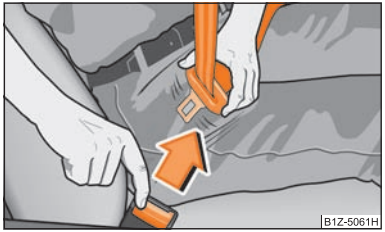

Fig. 94 Enlever le pêne du boîtier de verrouillage
- Appuyez sur la touche rouge incorporée au boîtier de verrouillage ⇒ fig. 94. Le pêne saute hors du boîtier sous la pression d'un ressort.